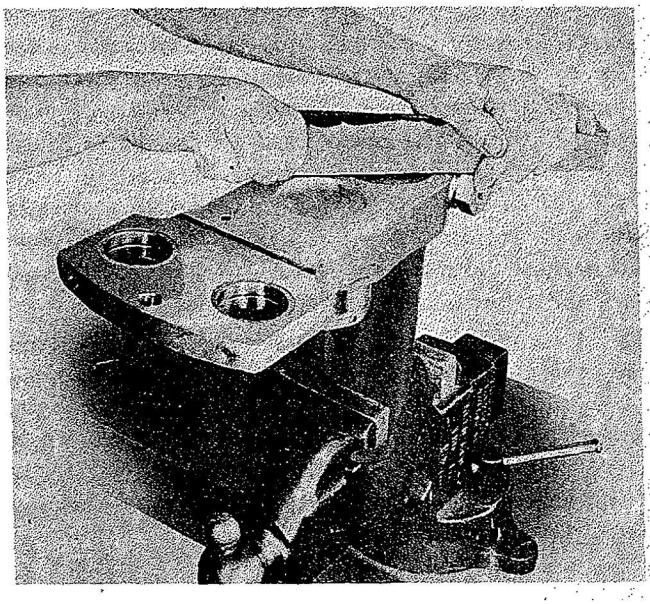
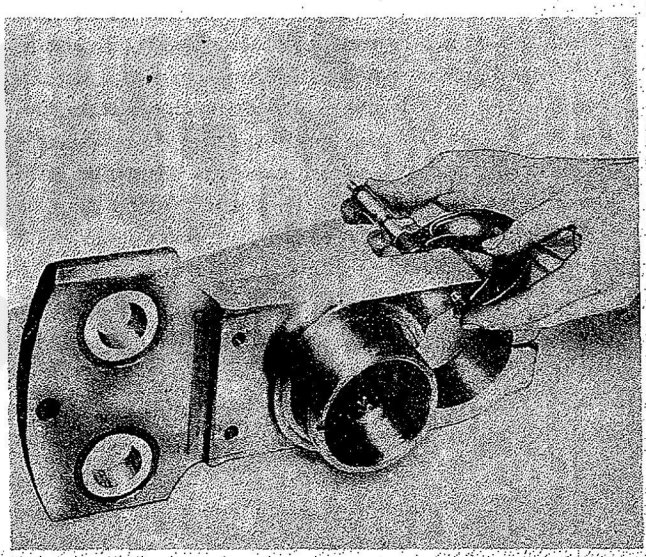

Figure 166—Polishing Crankshaft Rear End Adjacent to Crankpin Hole
Figure 167—Measuring Width of Crankshaft Rear
b. Polish the front face of the crankshaft rear adjacent to the crankpin hole in the following manner: Wrap a strip of crocus cloth around a parallel bar of convenient size. Polish the part, using kerosene or Varsol as a lubricant. Refer to Figure 166. Determine the finish obtained by comparison with the 15 microinch finish reference block (Tool No. 801762). Check the polished surface for squareness using the bluing gage (Tool No. 801846-9) and bushing (Tool No. 801846-4). Measure the width of the crankshaft rear adjacent to the crankpin hole to insure that it is greater than the minimum permissible width of 1.685 in. Refer to Figure 167.